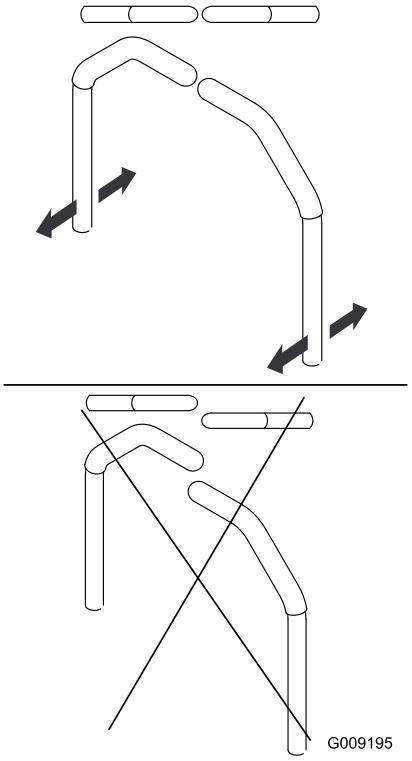

Figuur 61
4. Stel de lengtestand van de handgrepen in door ze samen te brengen in de neutrale stand en te schuiven tot ze naast elkaar staan (Figuur 61).